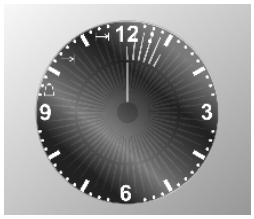

Fig. 1
- presser la touche , le dispositif d'affichage s'allume de la façon indiquée à la figure **Fig. 1**;